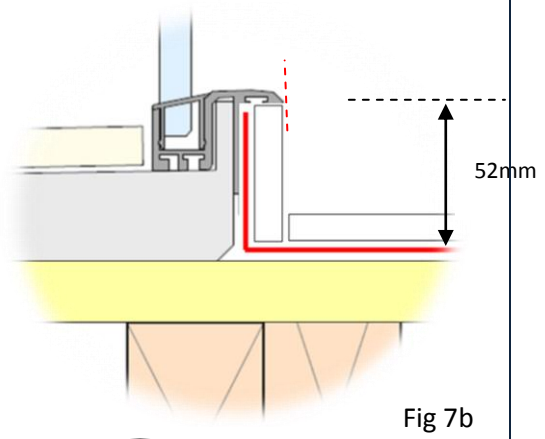

Fig 7b
- AVA base suits 6-12mm tiles. For sill edge applications, the exterior sill upstand may require tiles to be packed out for thinner tiles. Tiles must be perfectly flush with tile trim edge. See red dotted line (fig 7b)